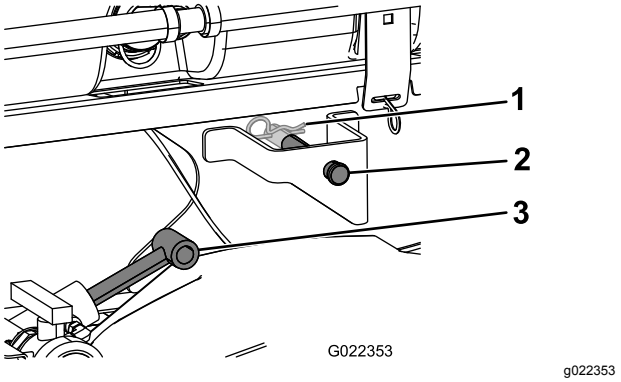

Figur 9
3. Dra ut lyftcylindrarna till fästena på tankplattformen och rikta in cylinderns fästelement med hålen i tankplattformens fästen (Figur 9).